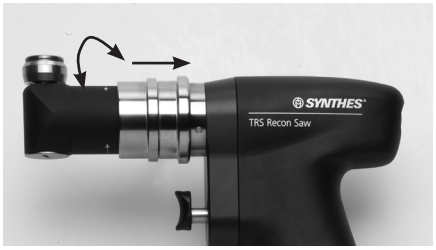

Fig. 1
- Poziționați întotdeauna capul de fierăstrău cu lama de fierăstrău fixată la depărtare de corp, pentru a evita accidentările (Fig. 1).